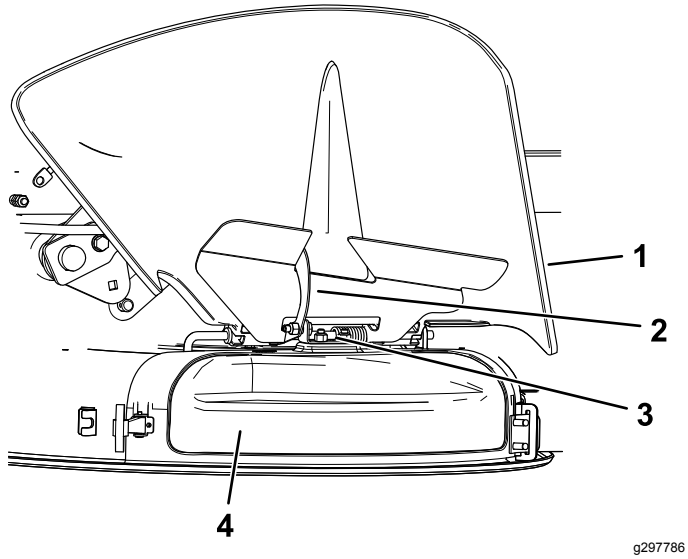

Figur 15
4. Kobl den krogformede lås oven på udblæsningsdækslet fra drejestangen (Figur 15).
5. Oven på udblæsningsdækslet skal du koble den krogformede lås omkring deflektorens drejestang (Figur 15).